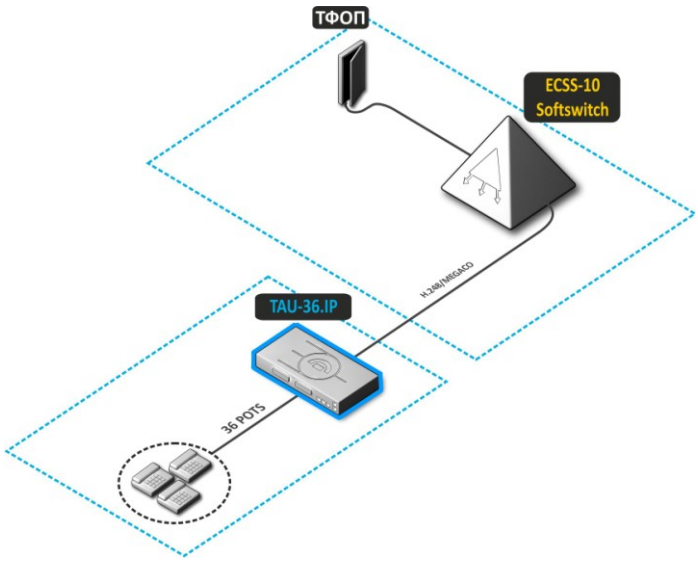

Рисунок 1 – Абонентский вынос TAU-36.IP
1. ***Абонентский вынос***. В этом случае устройство выполняет функции шлюза между аналоговыми телефонными аппаратами и удаленной АТС, рисунок 1.